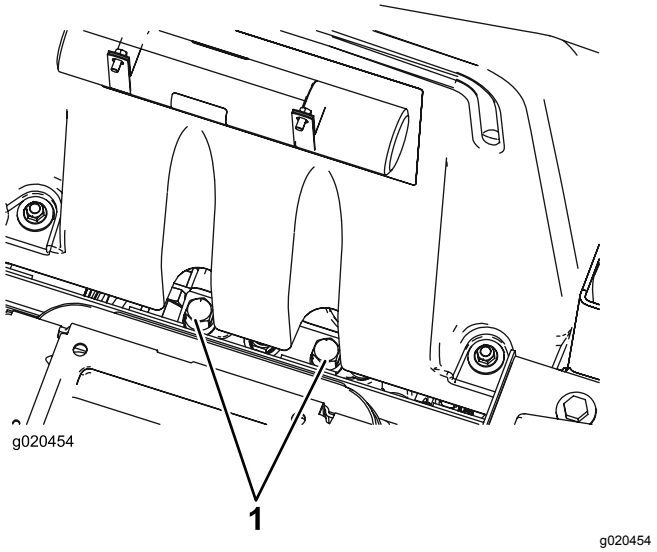

Figuur 55
1. Zet de stoel omhoog. De omloopkleppen bevinden zich onder de voorzijde van de brandstoftank (Figuur 55).